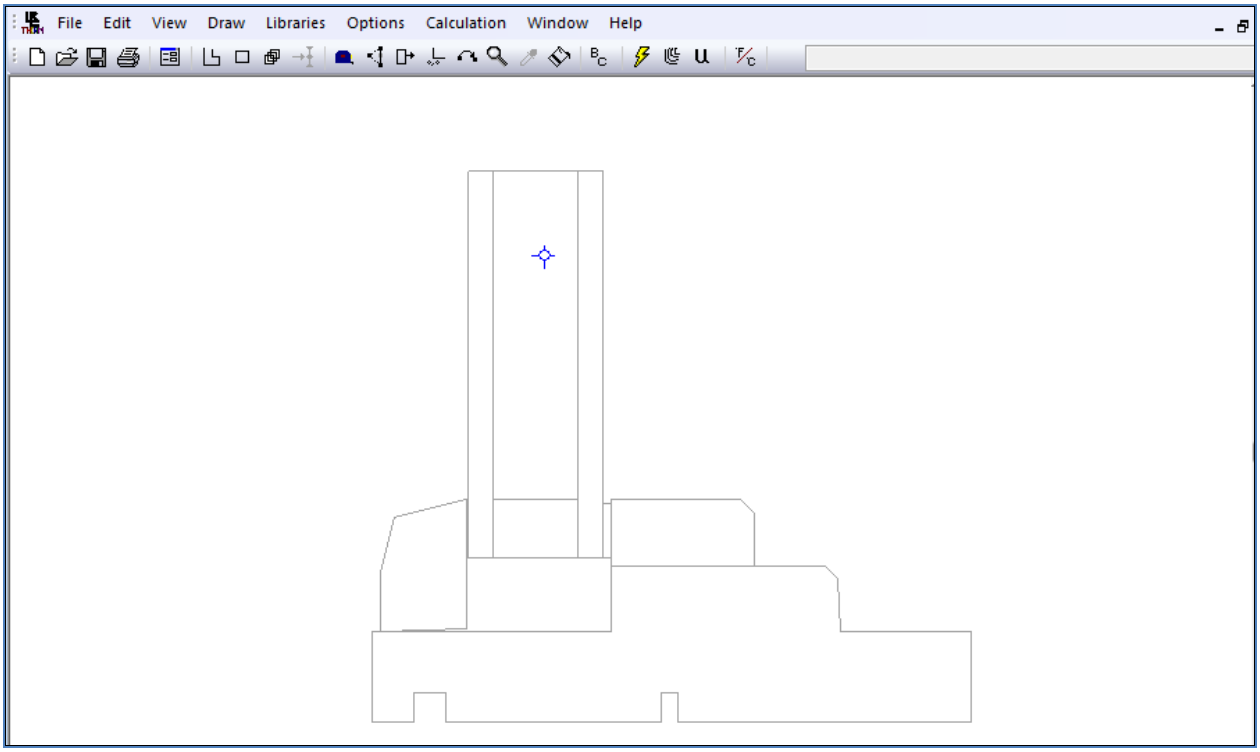

Figure 10-13. The DXF file has been imported as an underlay, which can now be traced to make the individual polygons.
- THERM attempts to fit the DXF cross section in the drawing area while still making the scale as big as possible. In Figure 10-13, you can see both the THERM origin (cross hairs corresponding to the origin of the DXF file) and the cross section.